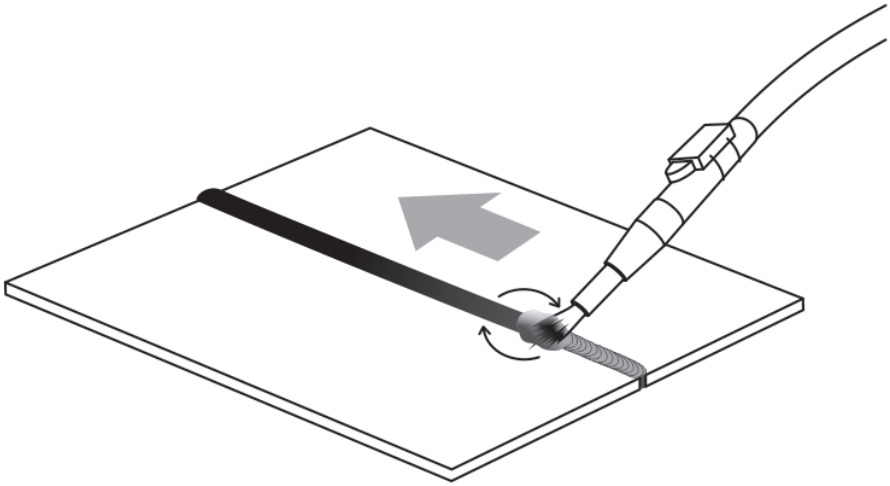

Рис. 12.3.1. Очистка сварочного шва.
1. Очистка и защита сварочных швов осуществляется методом электрохимической пассивации. С помощью углеволоконной кисти равномерными движениями распределите смесь кислот по сварочному шву (см. рис. 12.3.1).